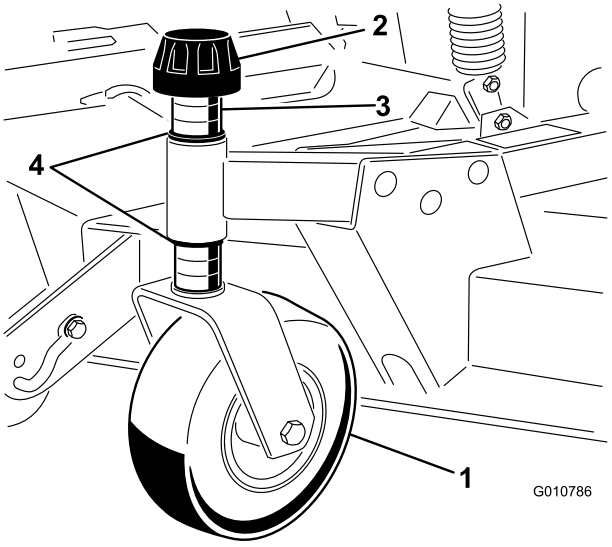

Figur 8
1. Fjern strammehætten fra spindelakslen, og lad spindlen glide ud af den forreste styrehjulsarm (Figur 8).